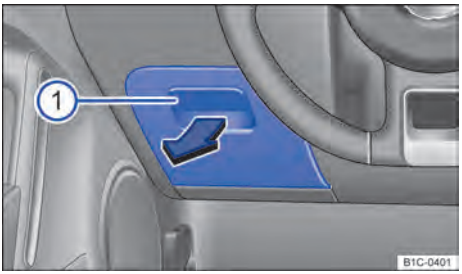

Fig. 93 No lado do condutor: porta-objetos.
Para *abrir*, puxar a alça ⇒ Fig. 93 ① no sentido da seta.